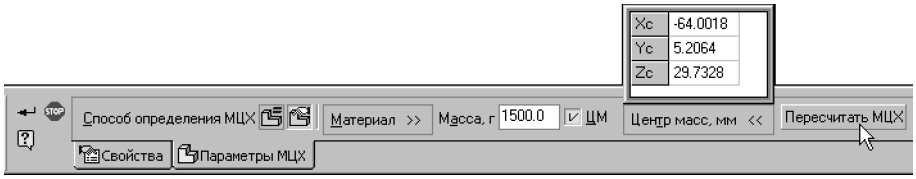

Рис. 94.10. Задание массы и центра масс модели
- Задание общей массы модели, а при необходимости — и координат центра масс (см. раздел 94.1.2 на с. 96) (рис. 94.10). Если координаты центра масс модели не заданы, то они рассчитываются на основе масс тел, компонентов и истинной общей массы модели. При этом для тех тел, которым не задана собственная плотность, используется справочное значение плотности материала модели.